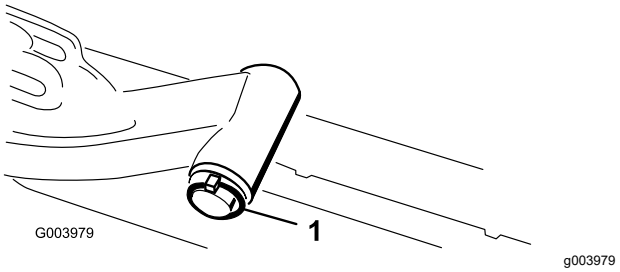

Figur 18
A. Fjern den ringstift og skive, der fastgør løftearmens drejeaksel til løftearmen, og skub løftearmens drejeaksel ud af løftearmen (Figur 18).
C. Sæt løftearmens aksel ind i løftearmen, og fastgør den med spændeskiven og ringstiften (Figur 18).